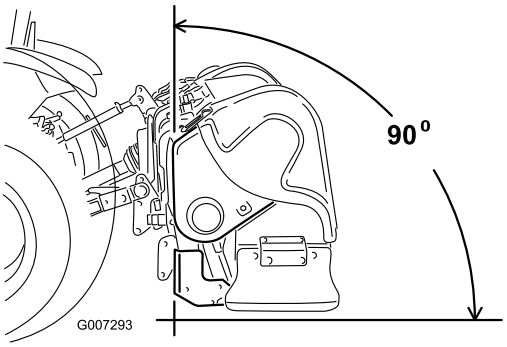

**Figur 5**
**Bemærk:** Dybdelufterens forende skal være i lodret position, når den betjenes, for at opnå den bedste luftningshulkvalitet (Figur 5). Juster den øverste forbindelse for at regulere denne vinkel. Læs afsnittet Betjening for at få flere oplysninger.